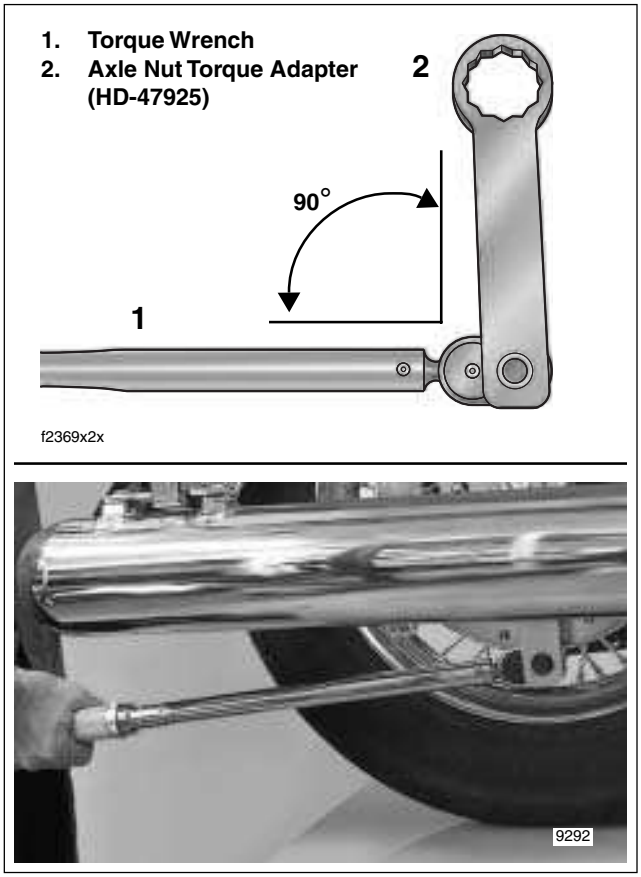

Figure 2-14. Install Tool Perpendicular to Torque Wrench
a. Install torque adapter perpendicular to torque wrench as shown in Figure 2-14.